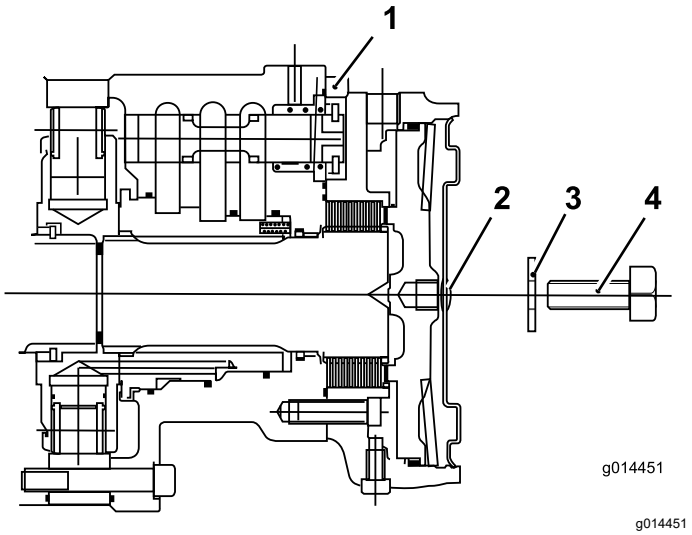

Figuur 39
1. Verwijder de bout (12 x 40 mm) en ring (12 mm) uit de opening in het midden van de zijkant van de motor (Figuur 39).